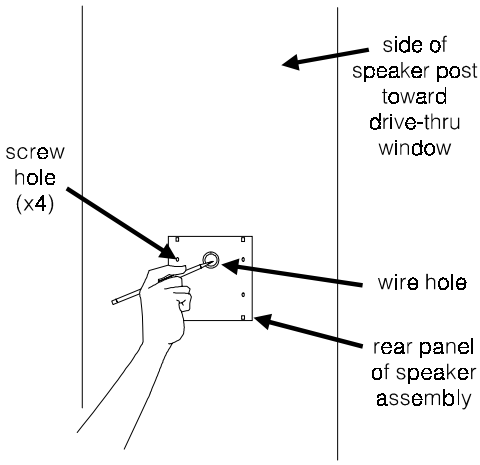

Figure 16.
- Hold the rear panel of the SP2500LP flat against the surface of the speaker post or menu board, at the desired mounting location, as shown in Figure 16. Use a pencil to mark the speaker post through the wire hole in the panel. Remove the panel and set it aside. Drill a ¼ inch (6 mm) wire hole at the marked location.